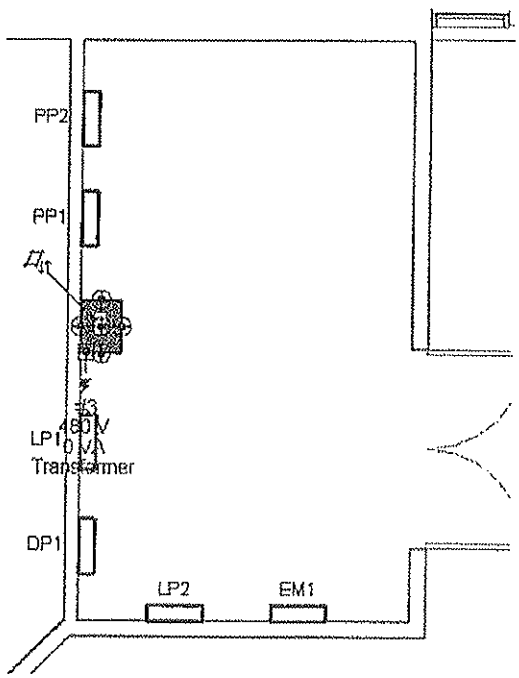

Figure 11–31
4. Place the transformer between PP1 and LP1, as shown in Figure 11–31.